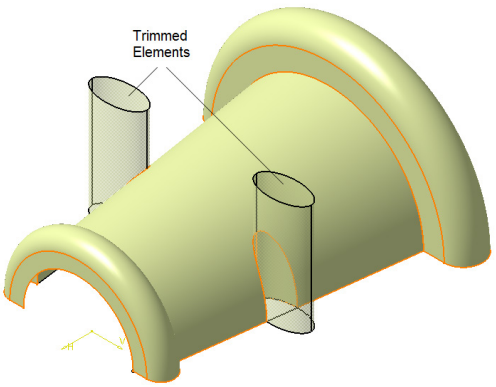

Figure 17-89 *Surfaces selected for trimming*
2. Select the base and extruded surfaces from the drawing area; the name of the selected surfaces displayed in the **Trimmed elements** selection box. The element to be trimmed becomes translucent. Next, choose the **Other side/ Previous element** button to retain desired side of the surface. Refer to Figure 17-89.